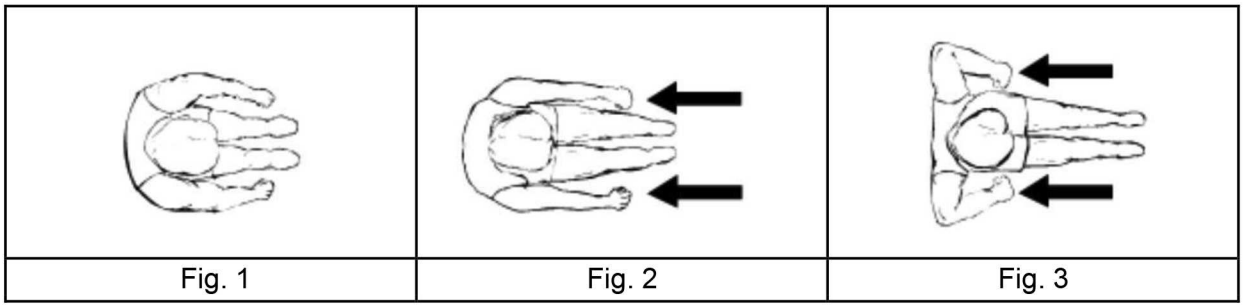

Fig. 1	Fig. 2	Fig. 3
2. Take the start position, lean forward with your arms straight and knees bent as shown in Fig. 1.